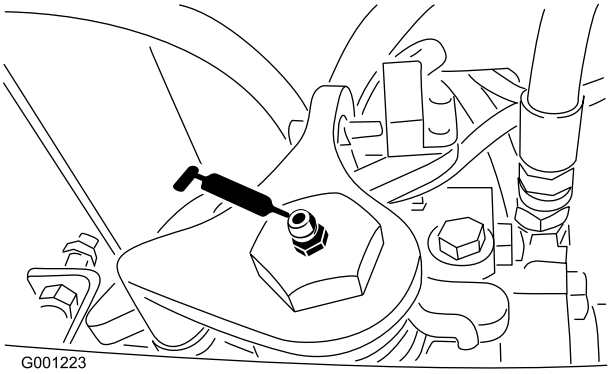

Figur 41
- Aksel til transmission til neutral (Figur 41)